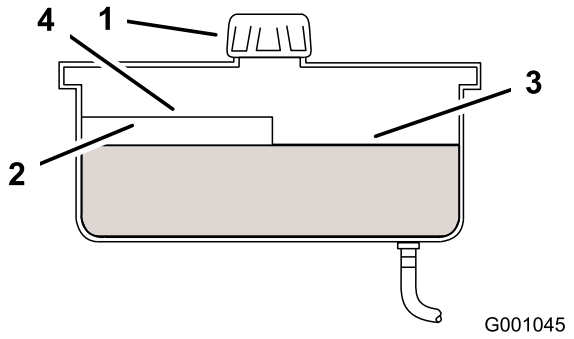

**Figur 75**
2. Rengjør rundt påfyllingshalsen for hydraulisk olje (Figur 75).
3. Ta lokket av påfyllingshalsen. Se på innsiden for å kontrollere om det er olje i beholderen (Figur 75).
**Merk:** Oljenivået skal nå til toppen av nivået "hot" på skjermen når væsken er varm (Figur 75).